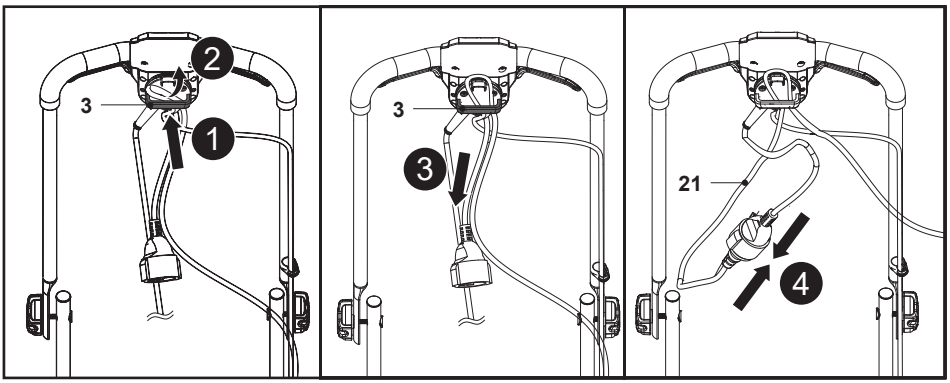

Fig. 8
1. Dobre o prolongador para trás, a cerca de 30 cm da extremidade, passe o laço pelo orifício do retentor do cabo (3) e pendure o laço no gancho (Fig. 8, passos 1, 2).
2. Passe o prolongador sobre o retentor do cabo (3) e puxe-o com cuidado para garantir que está bem seguro (Fig. 8, passo 3).
3. Ligue o cabo de alimentação (21) à tomada do prolongador (Fig. 8, passo 4).